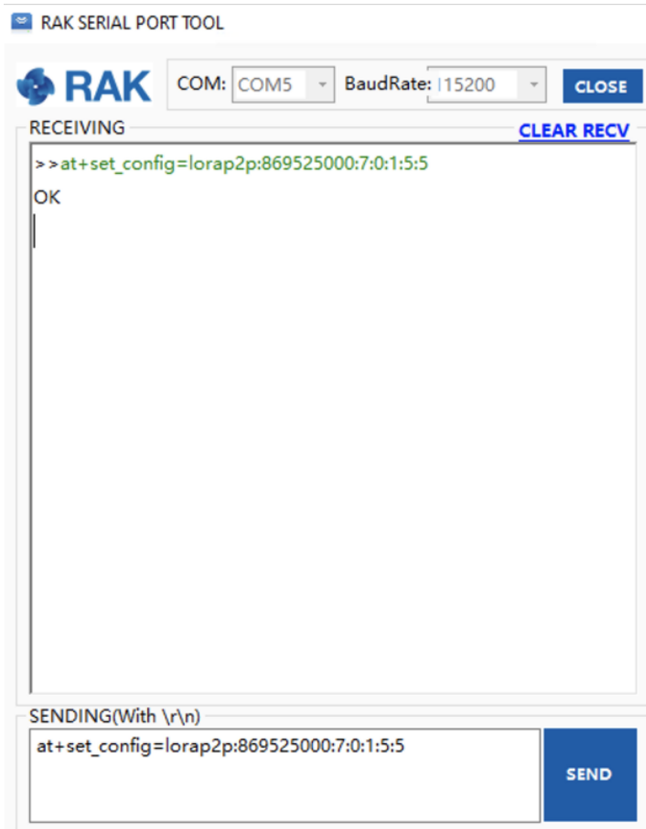

Figure 55: Setting both RAK4200 units with the LoRa P2P parameters
3. It is translated into the following RAK4200 AT command that is sent to both units, as shown in **Figure 55**: